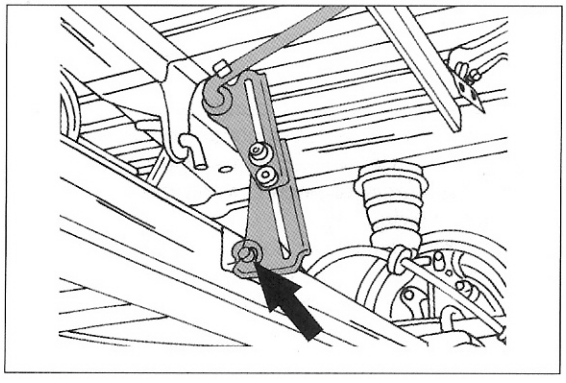

Bild 248
- Eine Federspange aus dem Betätigungsgestänge des Bremskraftdruckreglers entfernen (an der in Bild 248 gezeigten Stelle), das Gestänge aus dem Eingriff bringen und auf eine Seite drücken, wo es nicht im Wege ist.